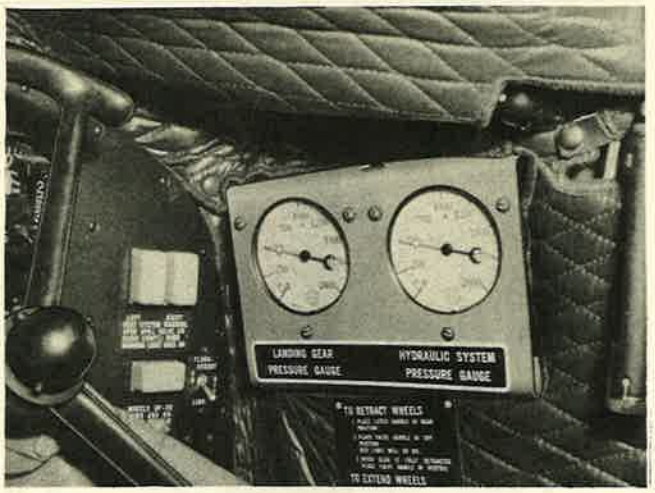
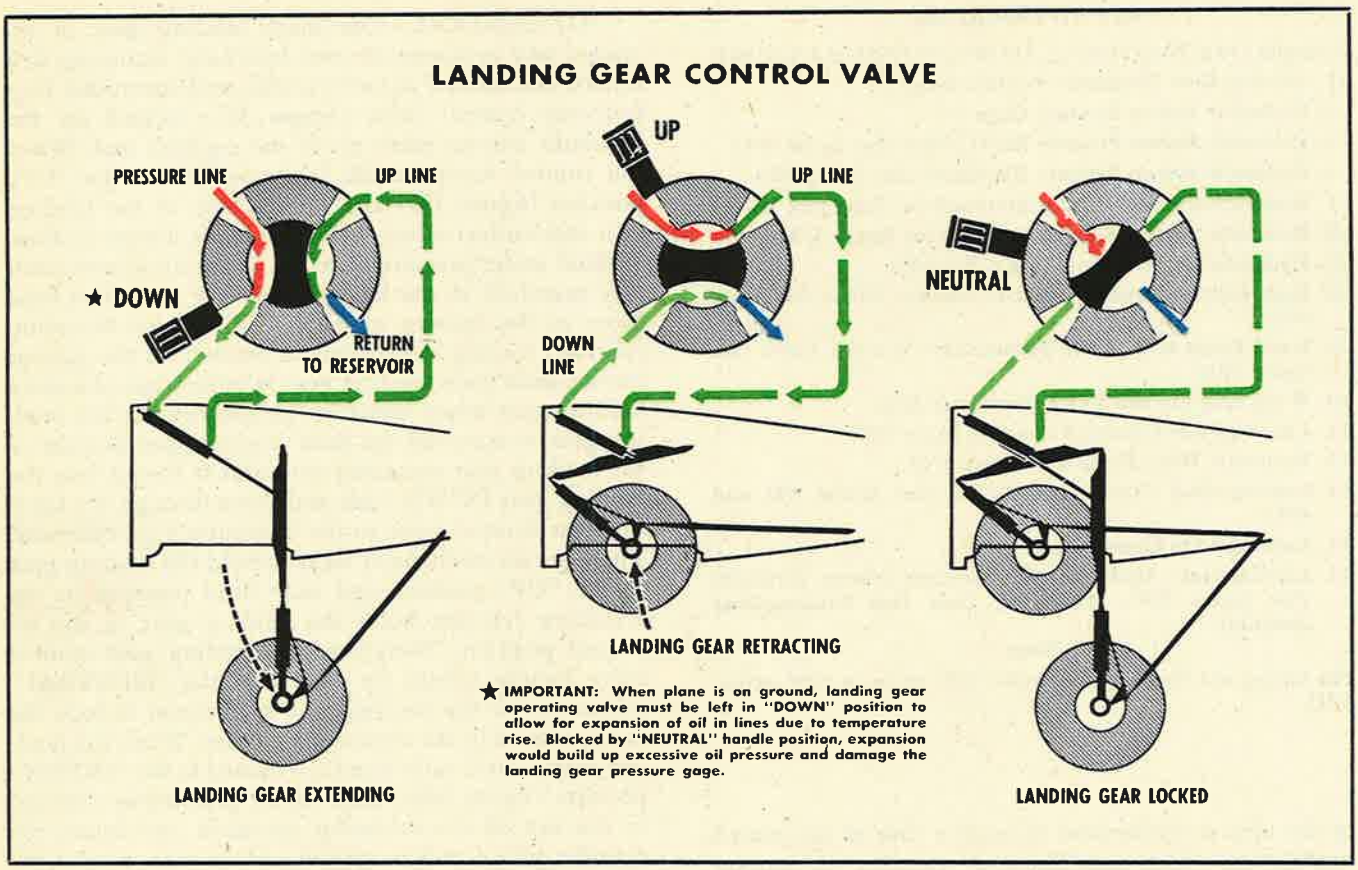

Figure 386—Hydraulic Fluid Pressure Gages Installed
Figure 389—Operation of Landing Gear
(a) DESCRIPTION.—Two hydraulic pressure gages are mounted in a bracket assembly on the right side of the pilots' compartment. One gage indicates the fluid pressure in the hydraulic system and the other indicates the fluid pressure in the landing gear DOWN line. (See figure 386.) The hydraulic pressure gages are identical and are of the Bourdon tube type. The hydraulic fluid under pressure flows into the brass socket of the gage and into the Bourdon tube, which is seamless tubing drawn to spring temper, then flattened and curved. One end of the tube is soldered into the socket while the other end is closed and free to move. The tube tends to straighten as the hydraulic pressure increases inside the tube. This movement of the free end
(1) GENERAL.—The main landing gear is extended and retracted by two hydraulic actuating cylinders, one located in each nacelle, and controlled by a four-way control valve (figure 361) located on the hydraulic control panel aft of the copilot's seat. When the control valve handle is moved up to the "UP" position (figure 389) after the release of the landing gear mechanical safety latch, the valve directs hydraulic fluid under pressure from the hydraulic system pressure manifold to the landing gear UP line. The fluid flows to the bottom of each landing gear actuating cylinder, forcing the pistons to retract. As the pistons retract, each main landing gear is pulled into the main landing gear wheel wells in the nacelles. As the landing gear is retracted the fluid in the upper portion of the landing gear actuating cylinders is forced into the landing gear DOWN lines and flows through the landing gear control valve to the hydraulic fluid reservoir. There are no mechanical locks to hold the landing gear in the "UP" position and only fluid pressure in the actuating cylinder holds the landing gear in the retracted position. Therefore, the landing gear control valve handle should be moved to the "NEUTRAL" position after the landing gear is retracted to lock the fluid pressure in the actuating cylinder. When the landing gear control valve handle is moved to the "DOWN" position (figure 389), fluid under pressure is directed to the top of the actuating cylinders and forces the cylinder piston rods to extend and, in turn, extend the main landing gear. Fluid in the lower portion of the actuating cylinders is forced into the landing gear UP lines, flows through the landing gear control valve, and returns to the hydraulic reservoir. To help balance the weight of the landing gear elastic shock cord, bungees are attached to fittings at the top of the landing gear on some airplanes. The bungees were replaced with hydraulic compensators on later airplanes to assist in retracting the landing gear. A hydraulic pressure gage (figure 386), mounted in a bracket beside the hydraulic system pressure gage on the right side of the pilots' compartment, indicates the fluid pressure in the landing gear DOWN lines. No provision is made for thermal expansion of the fluid in the landing gear hydraulic system. Therefore, when the airplane is on the ground, the landing gear control valve handle should remain in the "DOWN" position, which connects the landing gear hydraulic system to the pressure and return manifolds and excess fluid pressure in the landing gear DOWN line is relieved through the bleed hole in the hand pump to pressure accumulator shut-off valve.
(2) LANDING GEAR CONTROL VALVE.—The landing gear control valve is located on the hydraulic panel above the hydraulic hand pump, and controls the flow of hydraulic fluid to the landing gear actuating cylinders. Two makes of valves have been installed: the first is installed on all C-47, early C-47A and early C-47B airplanes; the second is installed on late C-47A and late C-47B airplanes. Both types of valves are constructed so that fluid pressure from the system pressure